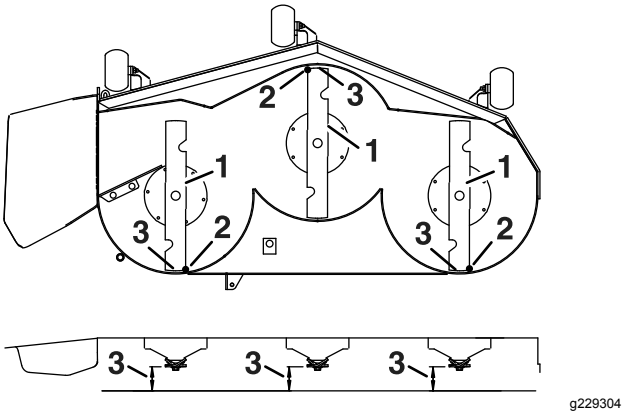

Figuur 72
4. Draai de messen voorzichtig rond, totdat ze in de lengterichting wijzen (Figuur 72).
5. Meet de afstand tussen de rand van zowel het voorste mes als de rand van het achterste mes tot het horizontale oppervlak (Figuur 72).